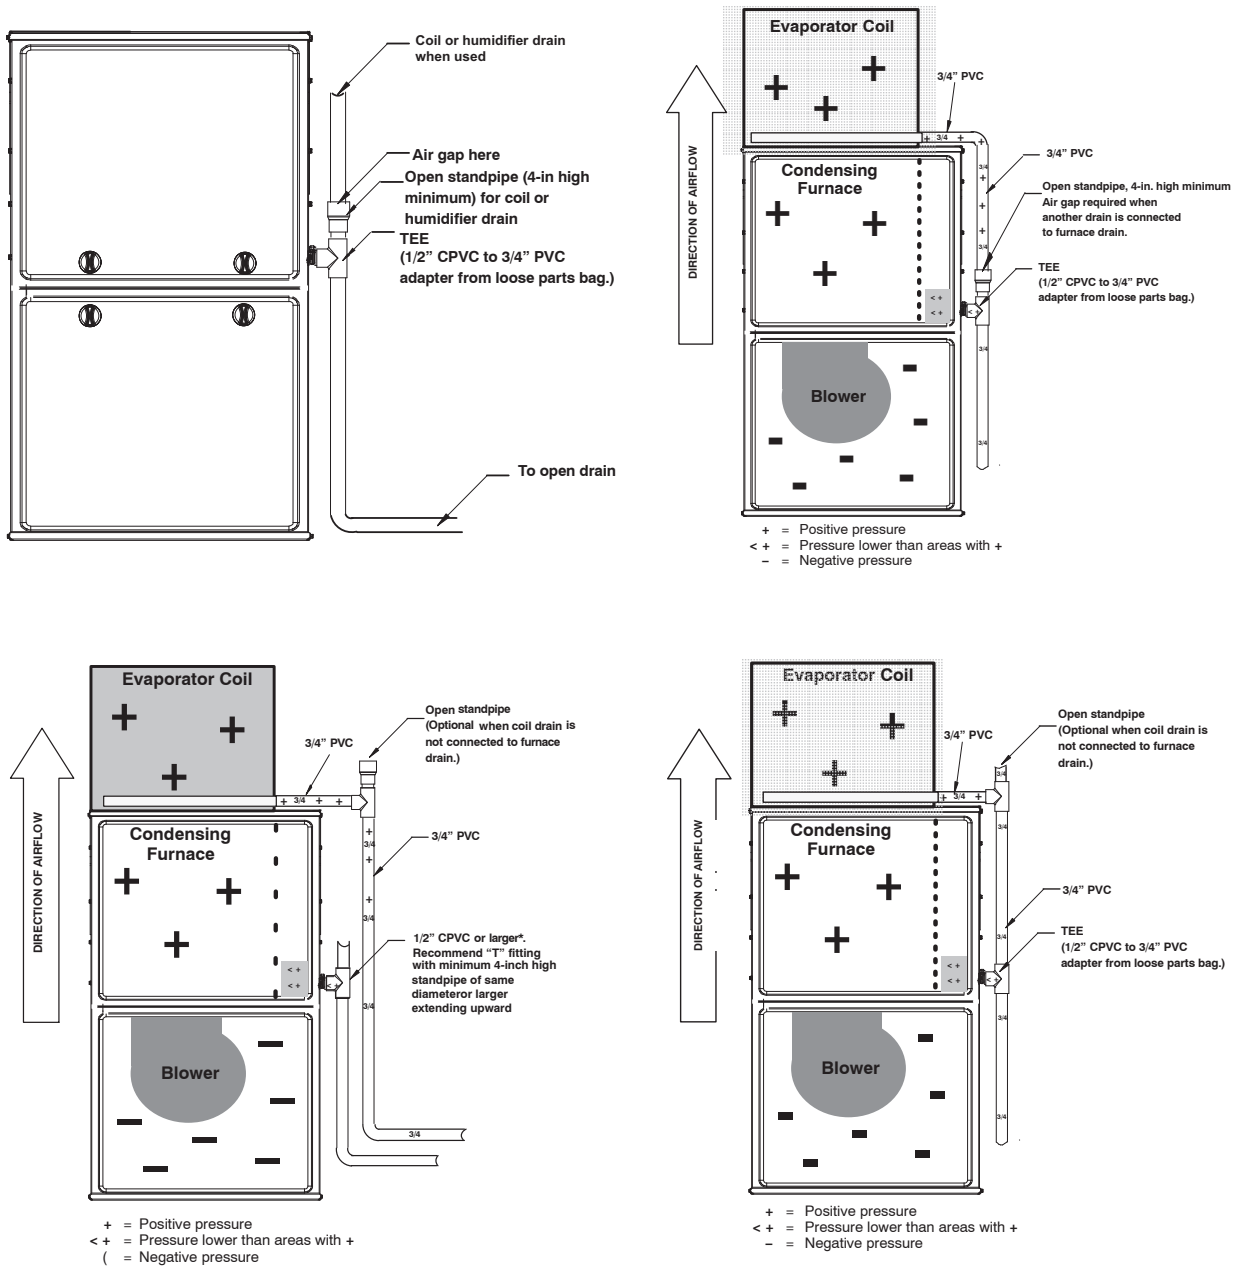

Fig. 12 - Example of Field Drain Attachment
c. All condensate piping is at least 3/4-in. PVC and there is a relief tee at the top of condensate drain piping as shown in Fig. 12.